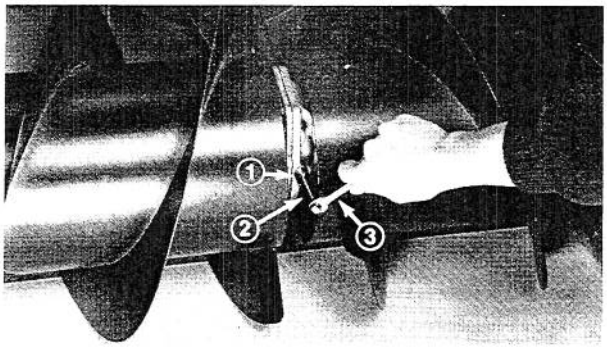

Figure 17
2. Remove pipe plug from gear box by placing the open end of a 3/8" drive socket extension over plug and using a 3/8" open end wrench on the square end of the extension (Fig. 17).
5. Install pipe plug in gear box (Fig. 17).